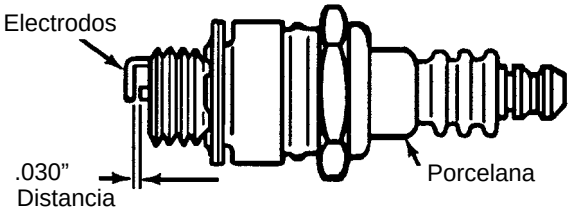

Figura 9
- Cambie la bujía si los electrodos están picados, quemados o la porcelana está rota. Ver Figura 9 .